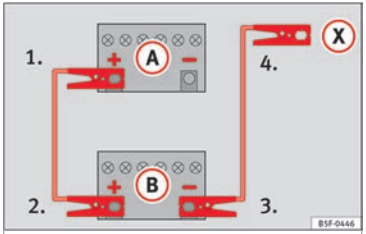

Fig. 89 Esquema de conexión para vehículos sin sistema Start-Stop.
2. Emborne un extremo del cable *rojo* de emergencia al polo positivo (+) del vehículo con la batería descargada (A) ››› fig. 89.
3. Emborne el otro extremo del cable *rojo* de emergencia al polo positivo (+) del vehículo que suministra la corriente (B).
4a. *En los vehículos sin sistema Start-Stop:* emborne un extremo del cable *negro* de emergencia al polo negativo (–) del vehículo que suministra la corriente (B) ››› fig. 89.